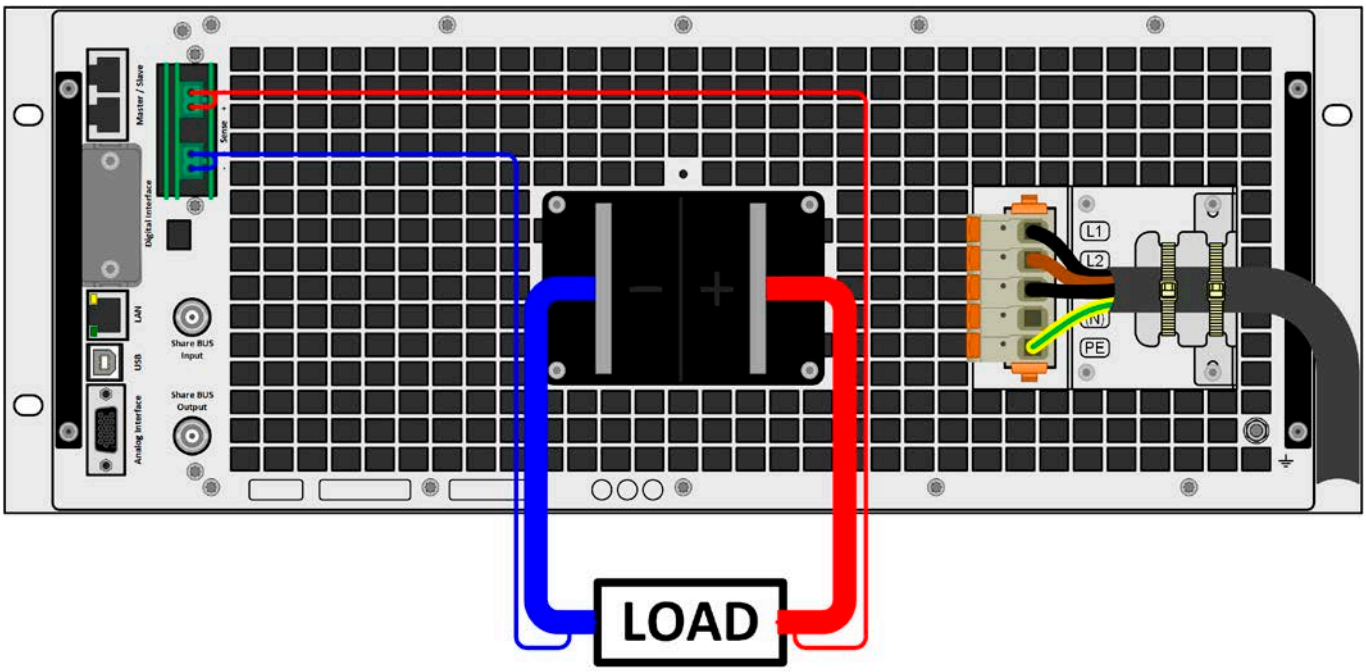

Bild 13 - Beispiel Fernfühlungsverdrahtung (DC- und Sense-Abdeckungen zu Zwecken der Veranschaulichung weggelassen)
- *Die Fernfühlung ist nur im Konstantspannungsbetrieb (CV) wirksam und der Fernfühlungsanschluß sollte möglichst nur solange angeschlossen bleiben wie CV benutzt wird, weil die Schwingneigung eines getakteten Systems durch Verbinden der Fernfühlung generell erhöht wird*
- *(+) Sense darf nur am (+) der Last und (–) Sense nur am (–) der Last angeschlossen werden. Ansonsten können beide Systeme beschädigt werden. Siehe Bild 13 unten.*